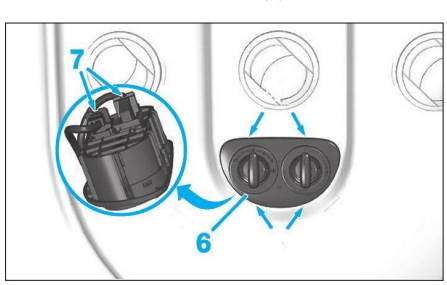

**Fig. 47**
• Dégrafer le boîtier de commande de climatisation (6) arrière **(Fig.47)**.
• Débrancher les connecteurs (7).